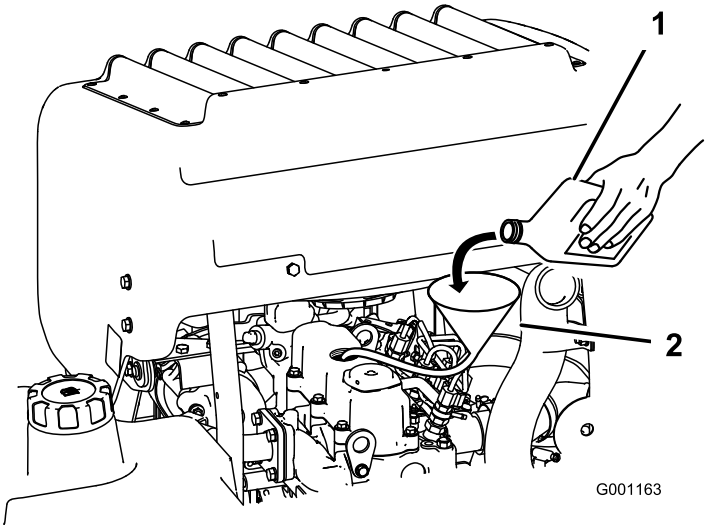

**Figuur 50**
3. Gebruik een slang en een trechter om motorolie bij te vullen (Figuur 50).